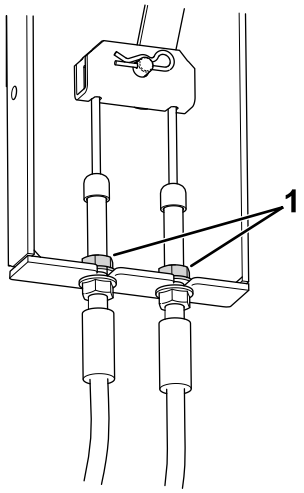

Figur 74
3. Lokalisera bromskabelfästet (Figur 74) under maskinens vänstra sida nära det vänstra hjulet.